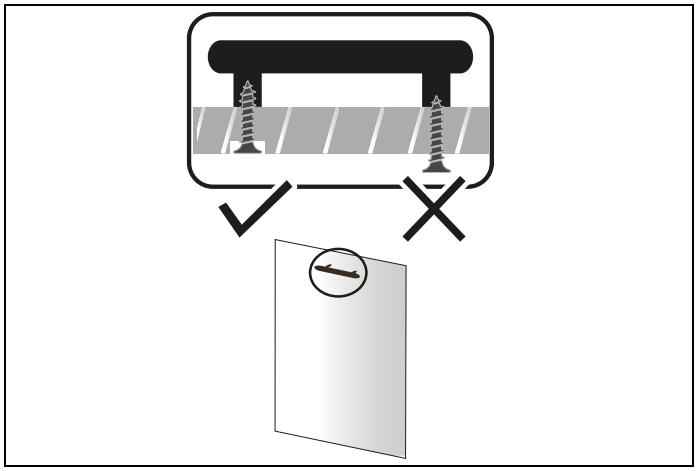

Fig. 26
5) Avant de monter la porte en bois sur le lave-vaisselle, installez la poignée sur la porte en bois comme illustré dans la Fig. 26 .